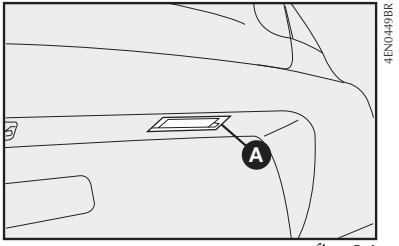

fig. 34
Siena - figs. 34 e 35
1) retirar a tampa acrílica forçando-a com uma chave de fenda nos pontos indicados pela letra **A-fig. 34**;